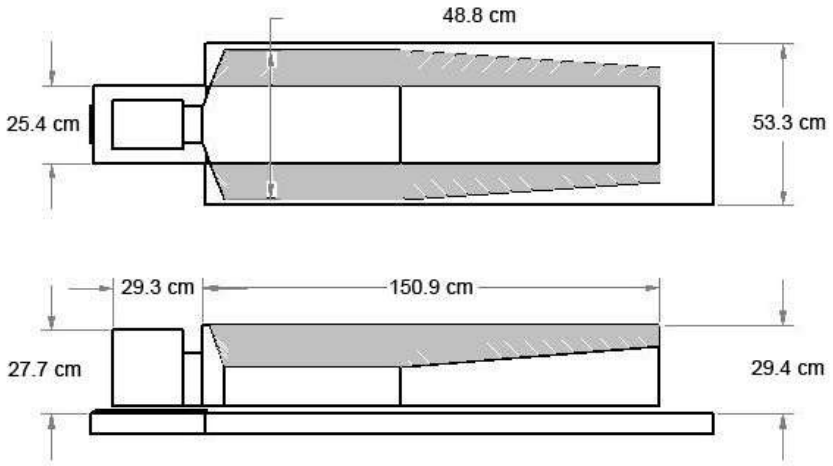

Figura 8 Dimensões da zona de segurança dinâmica para pacientes de tamanho médio (mesa de tratamento padrão e configuração da Mesa Plana do RoboCouch)
- **Medium** (Média): Baseado em dados referentes ao tamanho de um homem percentil 75 (Figura 8 na página 1-29).